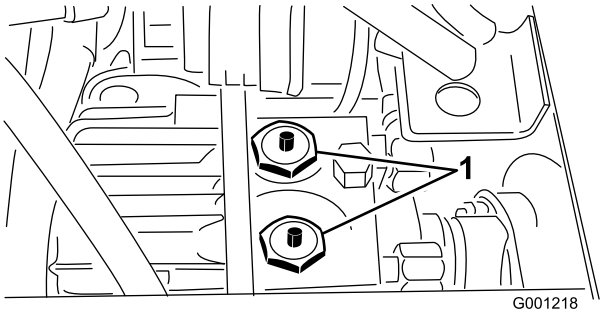

Figur 33
2. Tryck på och håll ner sprintarna som finns i mitten av de två backventilerna ovanpå transmissionen (Figur 33) medan du knuffar eller bogserar maskinen.